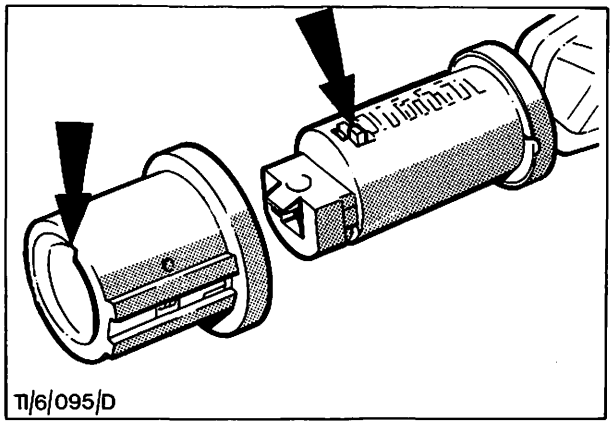

Abb. 79 Zusammenbau von Schließwalze und Zylinder
9. Schließwalze, wie in Abb. 79 gezeigt, in den Schließzylinder schieben. Das Einschieben ist nur in einer Stellung möglich und dadurch kann der Sicherungsbart auf die Abschrägung des Zylinders wirken.